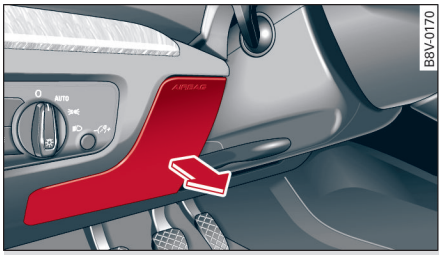
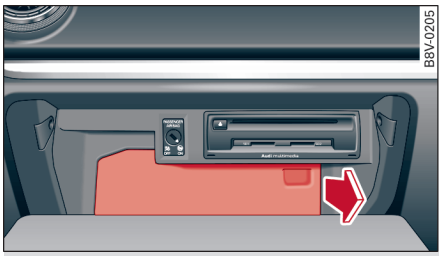

图 239 左置方向盘车辆，转向柱区域：盖板
图 240 右置方向盘车辆，打开的手套箱：盖板
– 左置方向盘汽车：保险丝位于转向柱范围内的一个盖板后面 ⇨ *图 239*。
– 右置方向盘汽车：保险丝位于手套箱中的一个盖板后面 ⇨ *图 240*。
▸ 拆除盖板：左置方向盘汽车 ⇨ *193 页，图 239* 或右置方向盘汽车 ⇨ *193 页，图 240*。